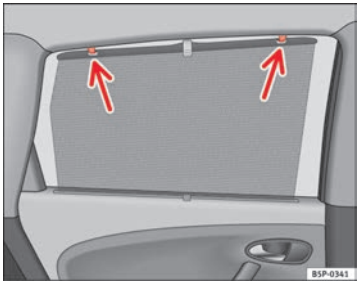

Fig. 84 Rear door sun visor ▶
– Pull out the visor and hook it onto the hooks at the top of the door frame ⇒ Fig. 84. ■